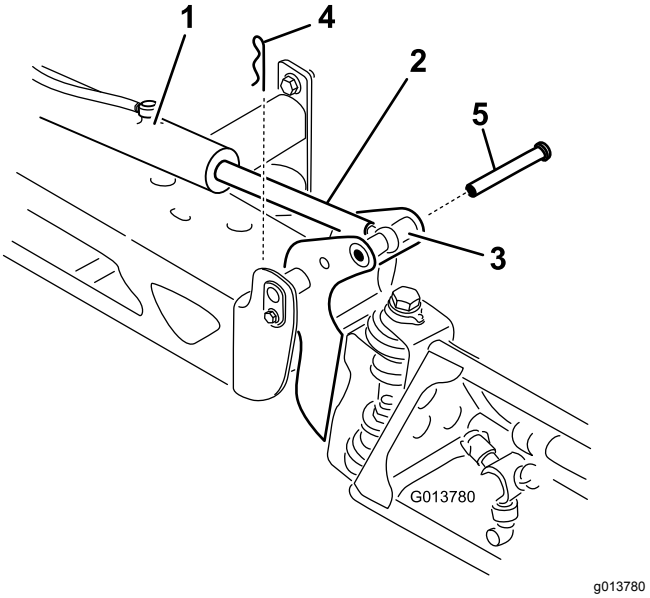

Rysunek 13
2. Wyjmij zawleczkę ze sworznia obrotu (Rysunek 13).
3. Unieś wysięgnik i wyjmij sworzeń (Rysunek 13), a następnie powoli opuść wysięgnik na podłoże.
8. Unieś wysięgnik, aby połączyć oś obrotu z tłoczyskiem siłownika. Przytrzymując wysięgnik, wsuń sworzeń w oś obrotu wysięgnika i tłoczysko siłownika (Rysunek 13).